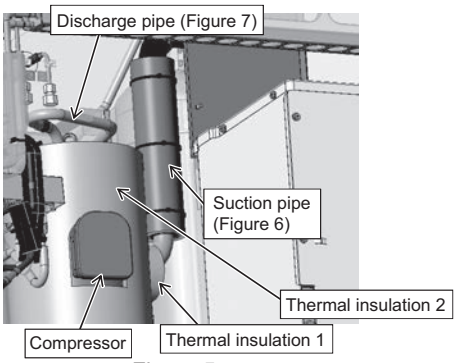

Figure 5
(5) Remove thermal insulation 1 and thermal insulation 2. (See Figure 5.)